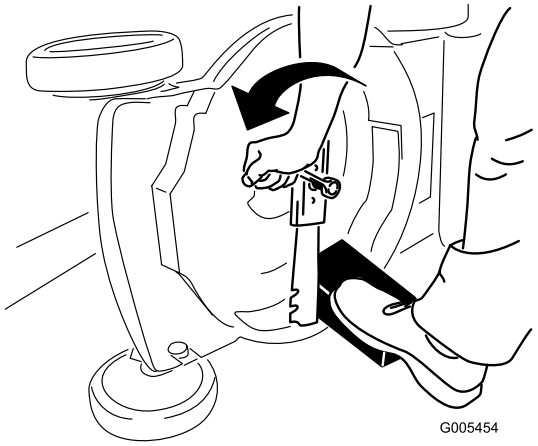

Figura 26
3. Utilice un bloque de madera para inmovilizar la cuchilla (Figura 26).
4. Retire la cuchilla, conservando todos los herrajes de montaje (Figura 26).